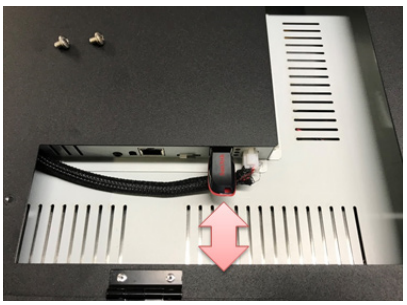

Figure 7.6
3. Remove the USB and replace it with a USB containing updated content or add the desired content to the existing USB and reinsert it (**Figure 7.6**).